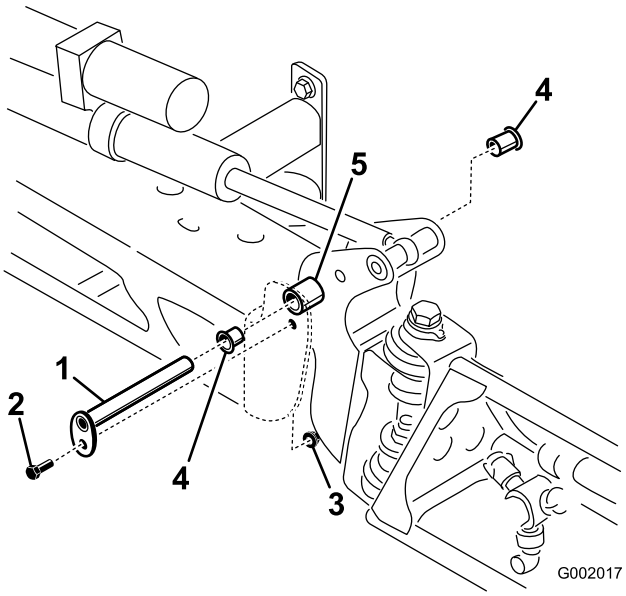

Figur 62
3. Når bommens vægt er understøttet, kan du fjerne den bolt og møtrik, der fastholder drejetappen på bommen (Figur 62). Fjern drejetappen.
5. Fjern og efterse nylonbøsningerne fra aksebeslagets for- og bagside (Figur 62). Udskift eventuelle beskadigede bøsninger.
7. Monter bommen og aksebeslaget på midterstellet, og tilpas åbningerne (Figur 62).